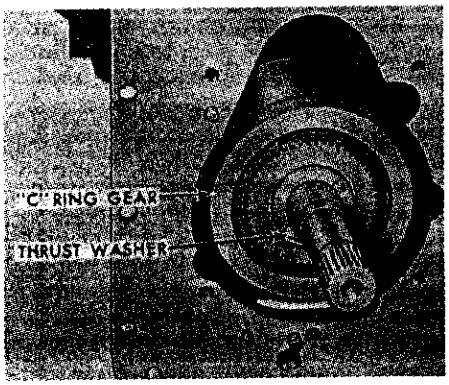

Fig. 277–View showing selective fit thrust washer installed on output shaft. Model 5000 is used for illustrative purposes.
To reassemble transmission, proceed as follows: Install new output shaft oil seal in rear support using suitable driver so that flange of seal (14—Fig. 275 or 276) contacts rear support evenly. Use a light film of grease to stick the thrust washer (2) over Clutch 2 and 3 retaining snap ring with counterbore of washer over the snap ring. Carefully install the assembled "C" ring gear and "D" sun gear or output shaft over the Clutch 2 and 3 assembly so that "C" ring gear engages gears on "C" carrier. On model 4000, place the selective thickness thrust washer (7—Fig. 276) over end of output shaft as shown in Fig. 277. On models 2000 and 3000, stick the selective thickness thrust washer (7—Fig. 275) in front end of "D" carrier with a light film of grease.